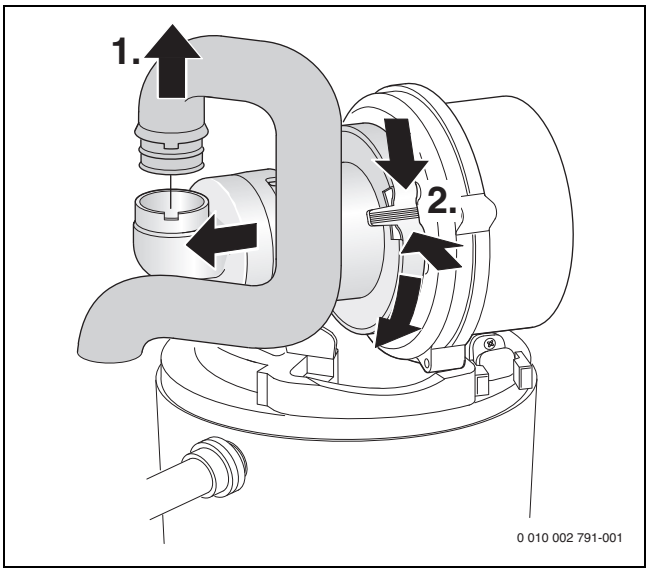

Bild 60 Saugrohr und Mischeinrichtung ausbauen
- ▶ Mischeinrichtung ausbauen (→ Bild 60).